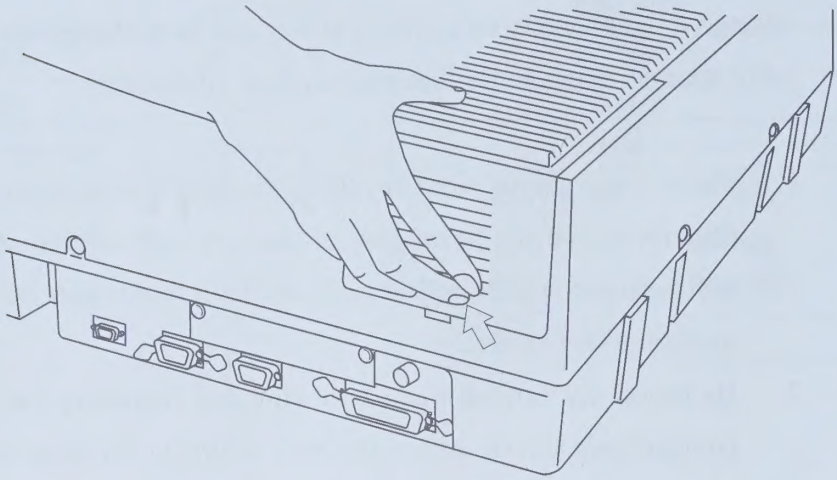
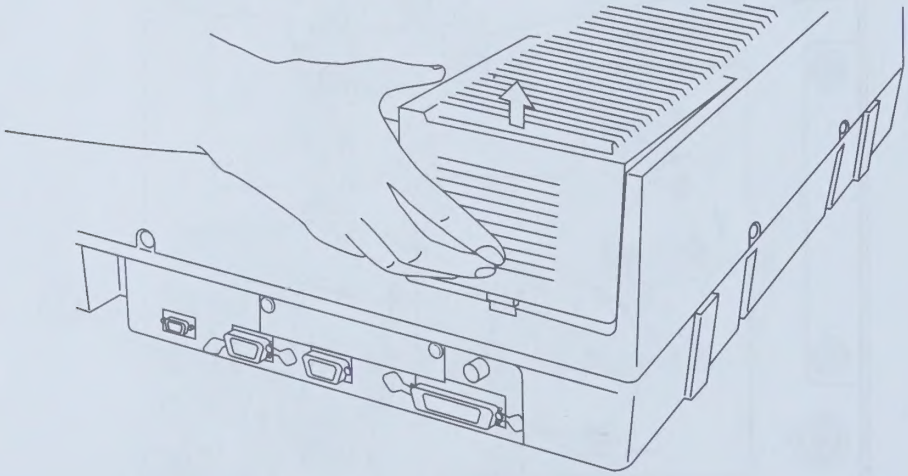

Fig. 3.4.3 Light source cover
Fig 3.4.4 Removing the light source cover
*1 Refer to Fig. 3.4.3 and Fig. 3.4.4 on Page 3-10 to remove the light source compartment cover.
(1) Press on the parts indicated by the arrows in Fig.3.4.3 on the sides of the light source cover, lift the cover up and release, the "catch".
(2) Next, pull the light source cover in the direction of the arrow in Fig.3.4.4 to remove the light source cover.
(1) Press on the parts indicated by the arrows in Fig.3.4.3 on the sides of the light source cover, lift the cover up and release the "catch".
(2) Next, Pull the light source cover in the direction of the arrow in Fig.3.4.4 to remove the light source cover.
(3) Remove the WI lamp retainer spring from the end of the top of the WI lamp. Since there is fear of touching the D2 lamp with your hand at this time, either cover the D2 lamp with a clean piece of paper or cloth or remove the D2 lamp before performing this operation, (Refer to "Replacing D2 Lamp" for the procedure of removing the D2 lamp.)